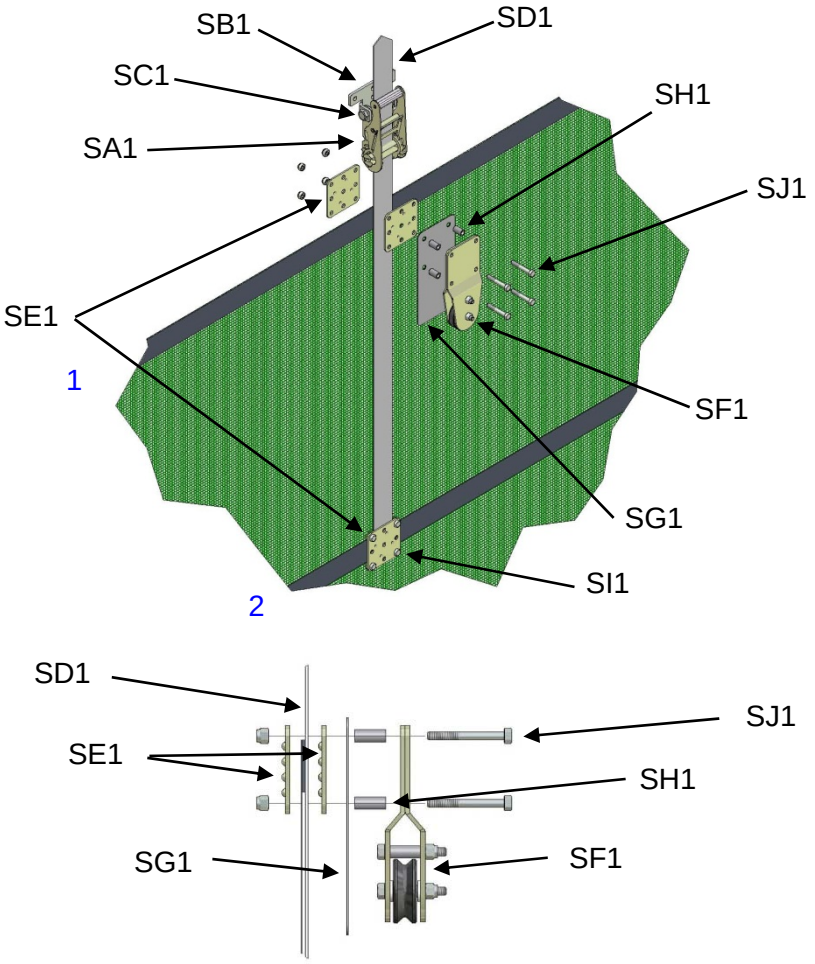

Abbildung 17
5.2 Bringen Sie das Klinkenrad (SA1) mit den im Lieferumfang enthaltenen M12 x 90 mm Schrauben (SC1) an der Klinkeradhalterung (SB1) an. Die Standardmontage der Klinkenradhalterung ist in Abbildung 17 dargestellt, sie kann aber auch umgekehrt erfolgen, falls der senkrechte Montageplatz beschränkt ist. Verankern Sie die Vorrichtung mit drei Befestigungselementen mit einer Mindestgröße von 8 mm im Gebäude.
5.3 Siehe Abbildung 17: Befestigen Sie den senkrechten Gewebegurt (SD1) mit den im Lieferumfang enthaltenen Klemmplatten (SE1) und M8 x 20 Schrauben (SI1) an dem zweiten an der Tor nach unten führenden Gurt. Wiederholen Sie dies am oberen Gurt, verwenden Sie hierfür aber die mitgelieferten M8 x 50 Schrauben (SJ1) und beziehen Sie die Drahthalterung (SF1), die Abstandhalter (SH1) und das Schutzpad für die Drahthalterung (SG1) mit ein. Führen Sie das Gewebe durch das Klinkenrad und achten Sie